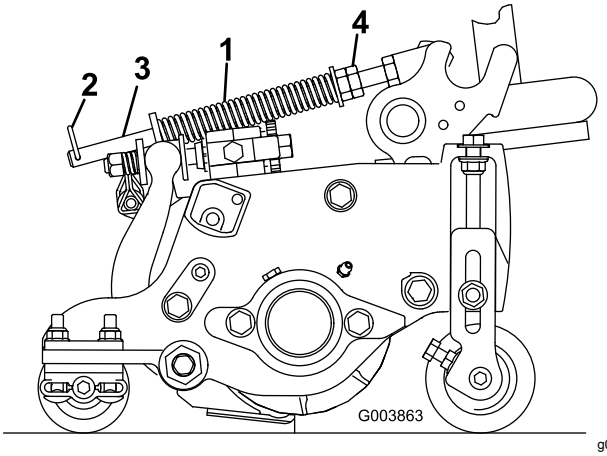

图15
草坪补偿弹簧图15可将重量从前滚筒转移至后滚筒。这有助于减少草坪的波动图形也称为波浪形或摆动形。
1. 确保发卡销安装在弹簧杆的后孔内图15。
2. 拧紧弹簧杆前端的六角螺母直至 Reelmaster 5410 上 12.7cm 滚刀组压缩后的弹簧长度为 12.7cm或者 Reelmaster 5510 上 17.78cm 滚刀组压缩后的弹簧长度为 15.9cm请参阅 图15。